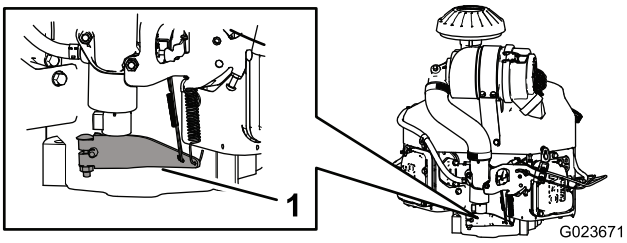

Figur 67
3. Skub fjederenden af regulatorarmen nedad (Figur 67).